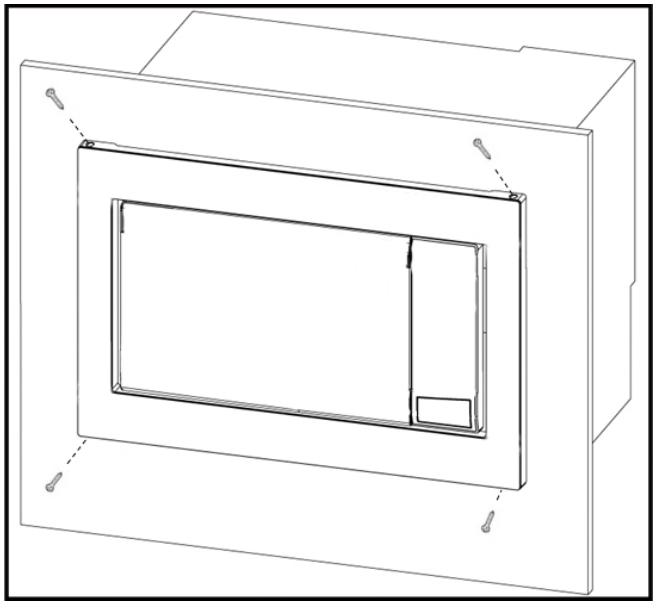

ilustración 8
2. Compruebe que es plataforma y luego asegure con dos tornillos B. Asegure la parte inferior del conjunto del bastidor con los dos tornillos restantes B. Véase la ilustración 8.